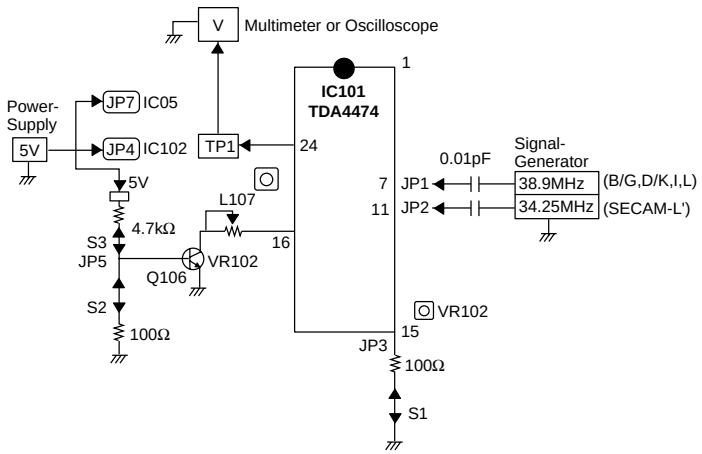

Fig. 1 : Connection Diagram of Equipment for PIF Adjustment
1) Connect the measuring equipment to the Main Board as shown in Fig.1.